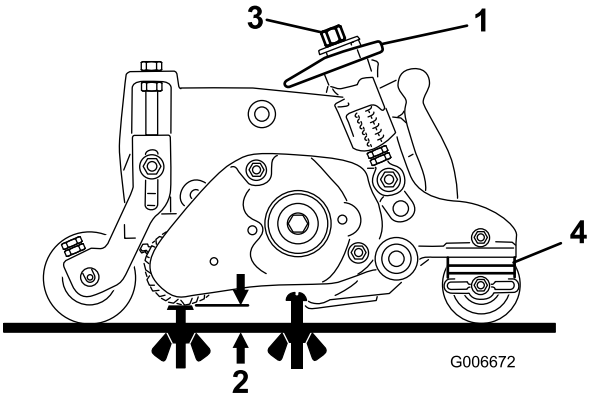

Figure 40
3. Rotate the quick-up levers (Figure 40) to the Engaged Position (handle points toward the front of the cutting unit. **Use Height of Cut (HOC) and Height of Groom (HOG) recommended range chart for setting the gauge bar.**
4. On one end of the groomer reel, measure the distance from the lowest tip of the groomer blade to the working surface (Figure 40). Turn height adjuster knob (Figure 40) to raise or lower the groomer blade tip to the desired height.